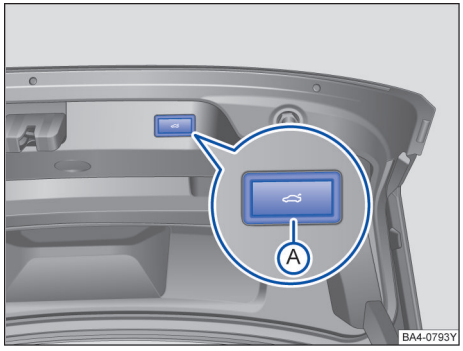

图 60 打开的行李厢盖内：用于电动关闭行李厢盖的按钮
→图 60 的图例：
– 在已打开的行李厢盖内短按按钮 →图 60 Ⓐ
– 按住已打开的行李厢盖内的按钮 →图 60 Ⓐ 直至危险报警闪光灯闪烁。